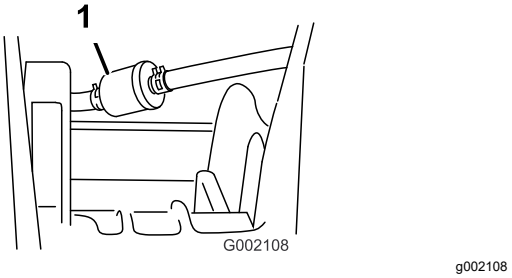

Figur 42
5. Ta bort klämmorna som håller fast bränslefiltret på bränsleledningarna (Figur 42).